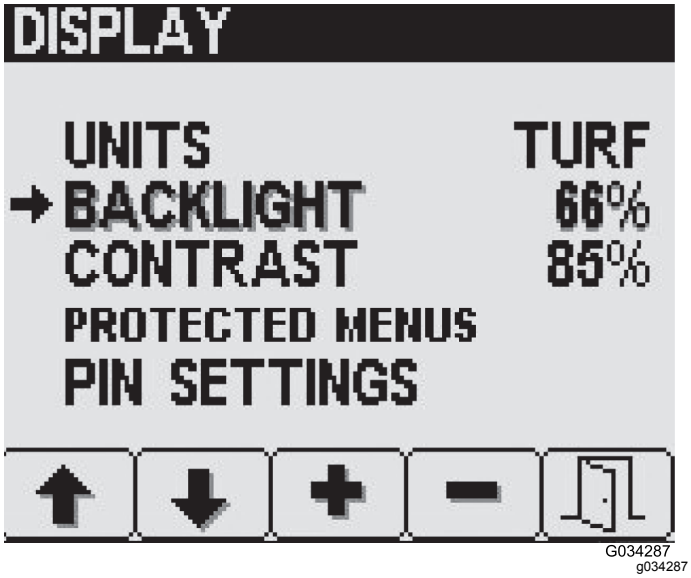

Рисунок 28
2. На экране Display (Дисплей) нажмите кнопку 2, чтобы перейти к пункту Backlight (Подсветка) или Contrast (Контрастность) (Рисунок 28).
3. Нажмите кнопку 3 (увеличить) или 4 (уменьшить), чтобы отрегулировать яркость подсветки или степень контрастности светодиодного дисплея (Рисунок 28).